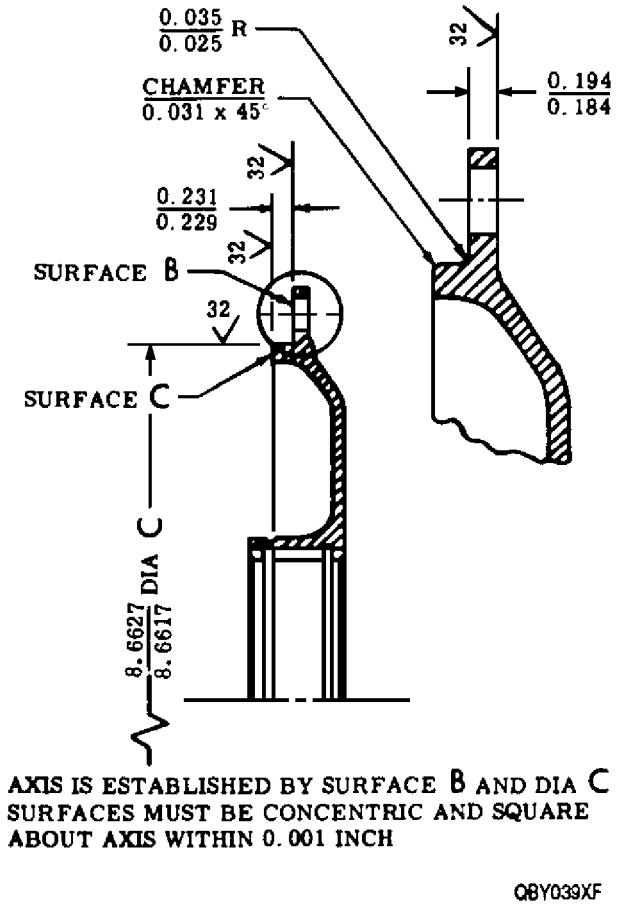

Figure 1. Sun Gear Hub Flange Rework
12. SUN GEAR HUB FLANGE − LIGHT SCORING REPAIR. (figure 1)
13. SUN GEAR HUB FLANGE − HEAVY SCORING REPAIR. (figure 1)